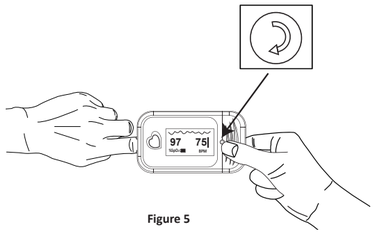

Figure 5
1) Press the Screen turn switch, See figure 5.